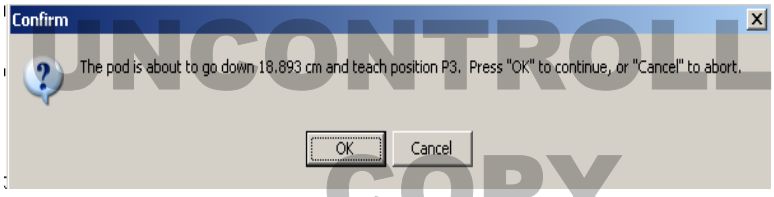

Figure 5. Confirm that the pod can move down in order to teach position P3.
2.9 Another warning will pop up, shown in Figure 5. After confirming that the distance moved will be tolerated, click OK and the framing will be performed.